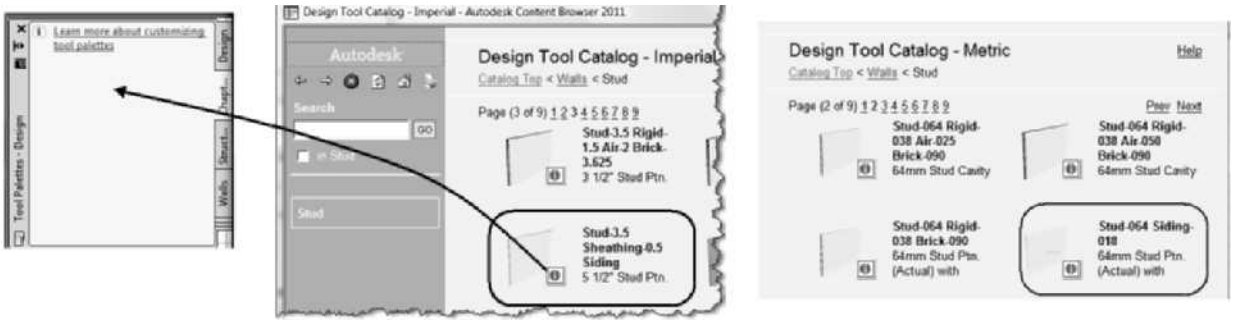

FIGURE 1.36 *Placing tools on a tool palette*
17. Double-click the Design Tool Catalog - Imperial [Design Tool Catalog - Metric]. Click the **Walls > Stud**. Choose **Next** in the lower-right corner to navigate to page 3 [2]. Select and drag the i-drop of the **Stud-3.5 Sheathing-0.5 Siding [Stud-064 Siding-018]** tool onto the new palette as shown in Figure 1.36. To minimize the Content Browser, left-click in the workspace.